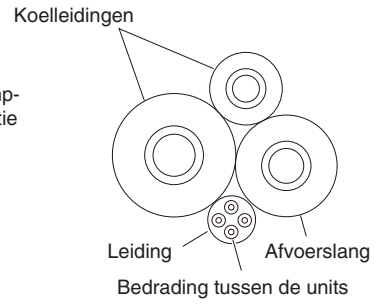

Afb. 3-27
(5) Stel de koelleidingen, afvoerslang en andere leidingen (inclusief de bedrading tussen de units) samen zoals u kunt zien op Afb. 3-27.